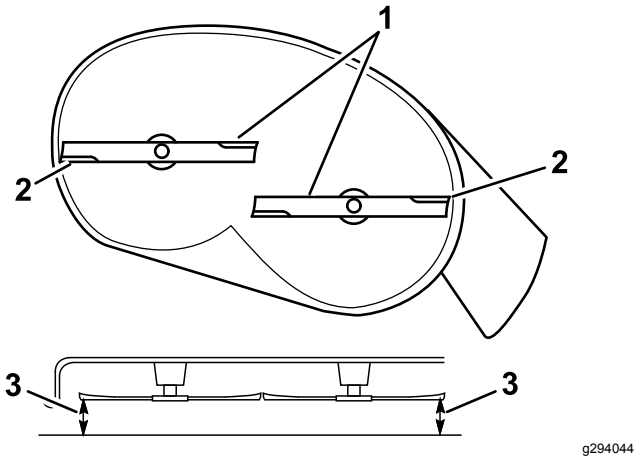

Figur 63
5. Mål mellem de udvendige skærekanter og den plane overflade (Figur 63).
4. Efter justering skal du kontrollere den langsgående hældning igen og fortsætte med at justere møtrikken, indtil spidsen på den forreste skærekniv er mellem 1,6 og 7,9 mm lavere end spidsen på den bageste skærekniv (Figur 63).